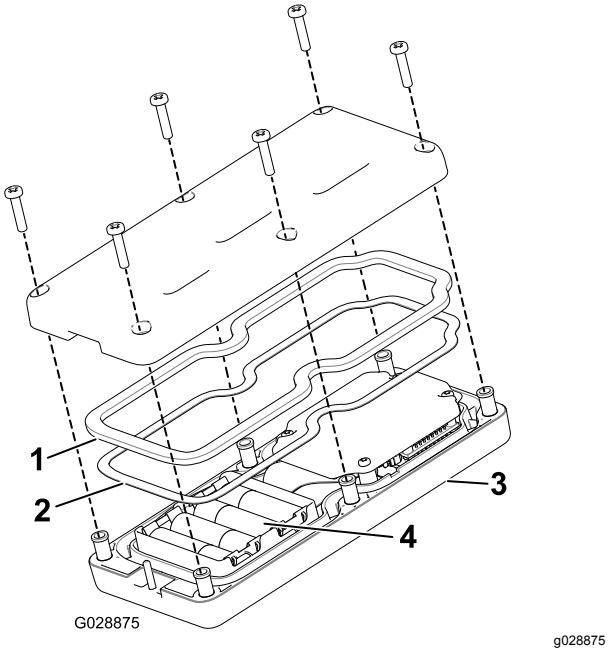

Figur 13
2. Placer hvert batteri i batterirummet. Sørg for, at de forbindes rigtigt. (Hvis batterierne ikke installeres korrekt, vil det ikke beskadige enheden, men den vil ikke virke.) I batterirummet findes der mærkater, der viser batteriernes poler (Figur 13).
3. Sørg for, at stålpakningen og gummipakningen er placeret i kanalen i styreenheden, og sæt bagdækslet på plads (Figur 13).
4. Fastgør dækslet med seks skruer (Figur 13), og tilspænd dem til et moment på 1,5 til 1,7 Nm.